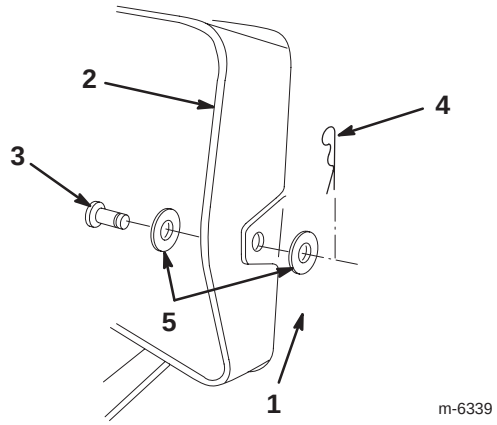

Bild 13
7. Heben Sie den Graskollektor an, entfernen Sie den Splint, die zwei Scheiben und den Lastösenbolzen, mit denen das Auswurfrohr an der hinteren Platte befestigt ist (Bild 13).
16. Heben Sie den Graskollektor an und setzen Sie den Splint, die zwei Scheiben und den Lastösenbolzen ein, um das Auswurfrohr an der hinteren Platte zu befestigen (Bild 13).
7. Heben Sie den Graskollektor an und entfernen Sie den Splint und den Lastösenbolzen, mit denen das Auswurfrohr an der hinteren Platte befestigt ist (Bild 13).
13. Heben Sie den Graskollektor an und setzen Sie den Splint und den Lastösenbolzen ein, um das Auswurfrohr an der hinteren Platte zu befestigen (Bild 13).